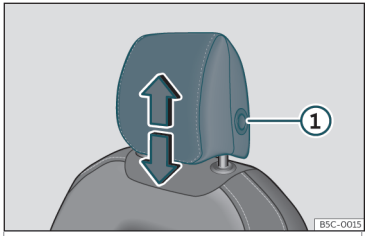
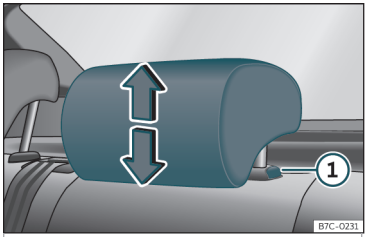

Fig. 101 Sedile anteriore: regolazione del poggiatesta.
Fig. 102 Poggiatesta posteriore: regolazione del poggiatesta.
agire analogamente, premendo il tasto laterale ①>>> **fig. 101** >>> **fig. 102**.
- Premere il pulsante laterale>>> **fig. 101** ① e rimuovere il poggiatesta.